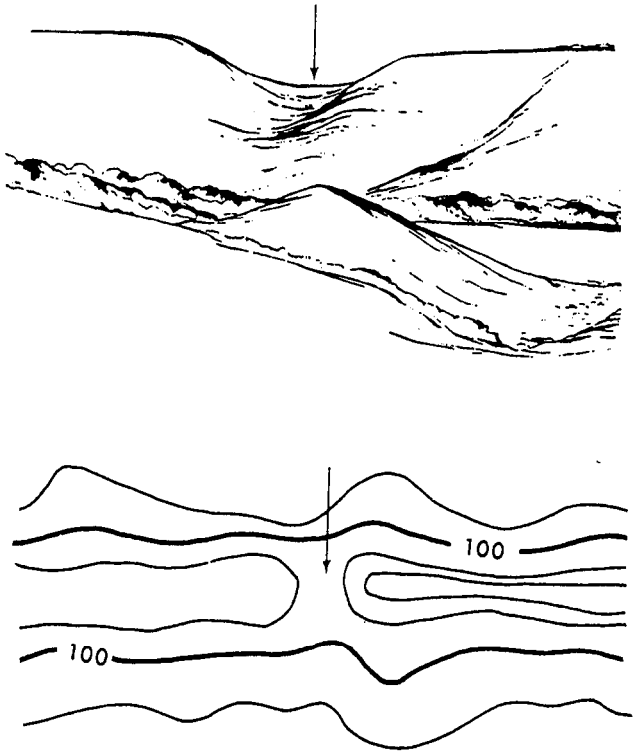

Figure 5-14.—Saddle.
6. SADDLE. A saddle is a dip or low point along the crest of a ridge. A saddle is not necessarily the lower ground between two hilltops; it maybe simply a dip or break along an otherwise level ridge crest (fig. 5-14).